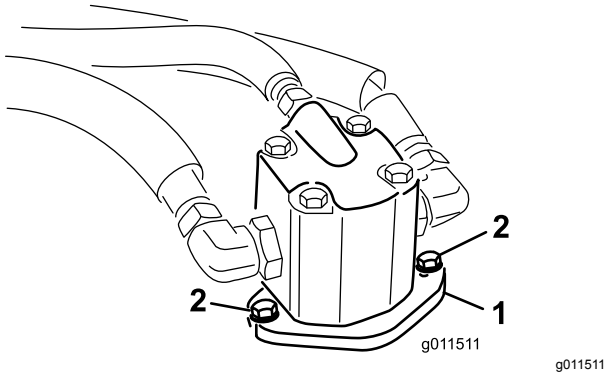

**Figuur 95**
4. Verwijder de bouten waarmee de hydraulische motor aan het maaidek is bevestigd (Figuur 95).